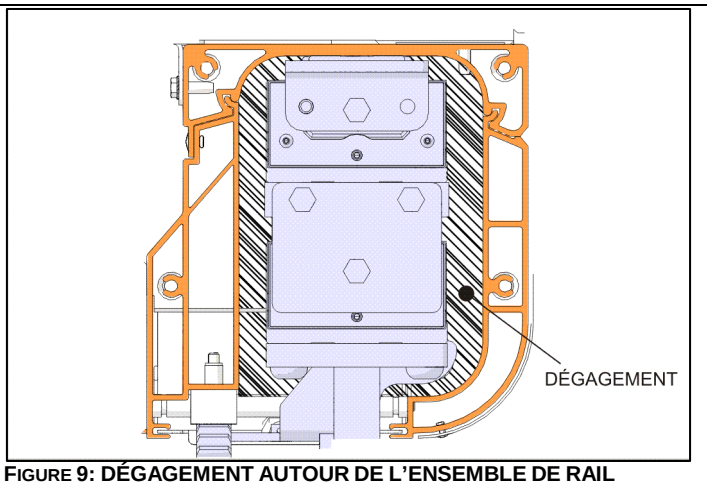

FIGURE 9: DÉGAGEMENT AUTOUR DE L'ENSEMBLE DE RAIL
15. La cavité de l'extrusion recevant le rail fournit un dégagement suffisant autour de l'ensemble de rail pour permettre de tirer le caisson vers l'extérieur. (Figure 9)